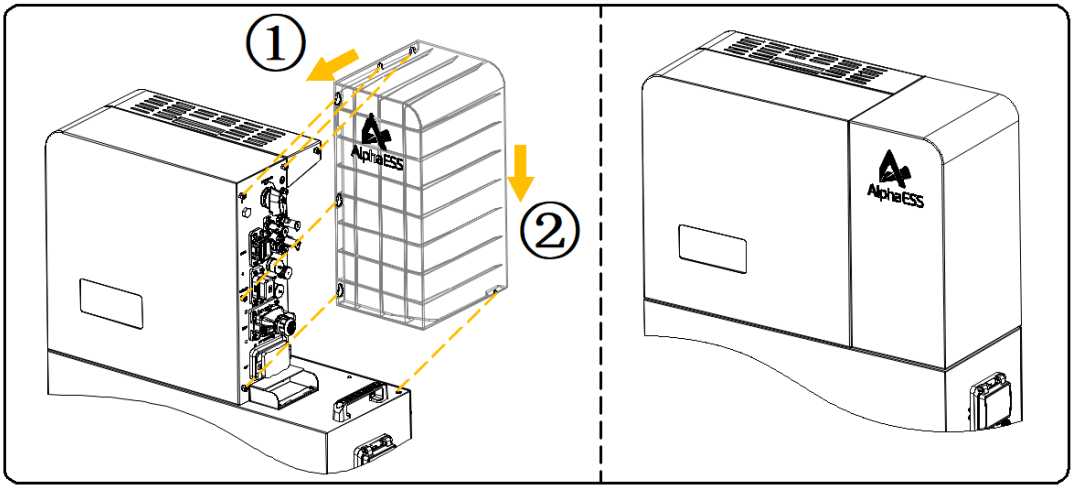

Figure 6-25 Install the cable cover for the battery
1. Mount the cable cover of the inverter, Refer to 1-2 in Figure 6-25.